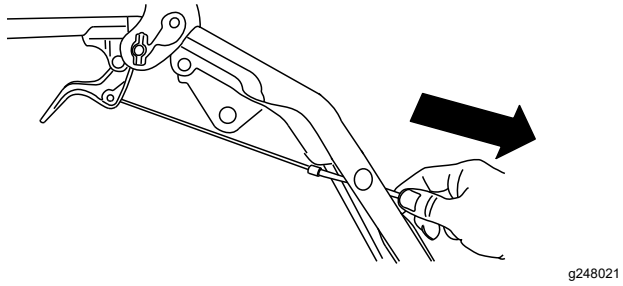

Figure 7
3. Tirez doucement sur la gaine du câble jusqu'à ce que le levier de débrayage de roue soit abaissé et que le câble soit tendu. Serrez ensuite fermement l'écrou de serrage du câble (Figure 7).